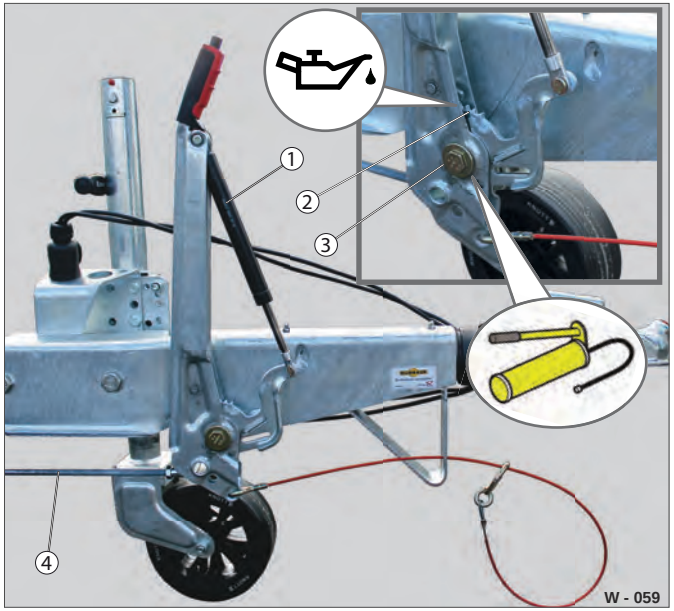

Fig. 47 Bremse: Smøresteder
Gastrykfjedrene (Fig. 47 /1) er vedligeholdelsesfrie.
- ▶ Kontrollér bremsestangen (Fig. 47 /4) og håndbremsehåndtaget med gastrykfjeder for deformation.
- ▶ Dryp lidt maskinolie på tandsegmentet (Fig. 47 /2).
- ▶ Smør lejestedet (Fig. 47 /3) med fedt.